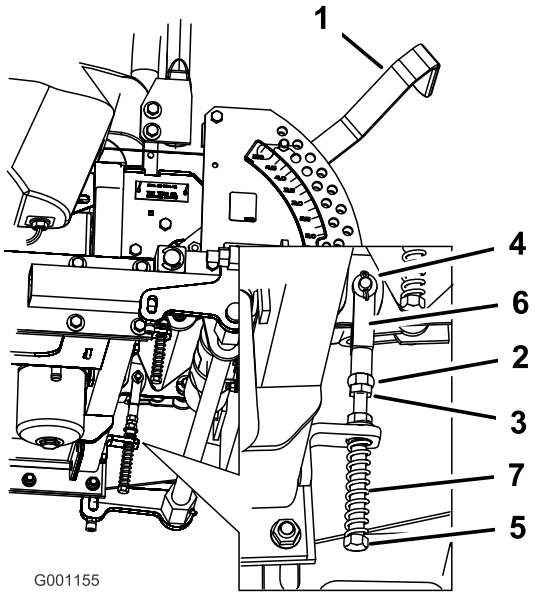

Figur 68
8. Lossa muttern och kontramuttern mot oket om justering krävs (Figur 68).
9. Dra rörelsereglaget något bakåt och vrid huvudet på justerskruven i rätt riktning tills rörelsereglagespaken är centrerad i det neutrala låsläget (Figur 68).
10. Dra åt muttern och kontramuttern (Figur 68).